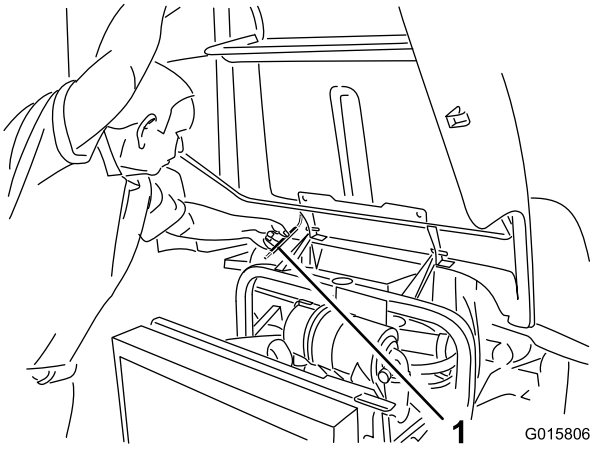

Figura 2
- Sollevate il cofano fino a quando non è possibile posizionare l'asta di sostegno dietro il tubo del telaio (Figura 2).